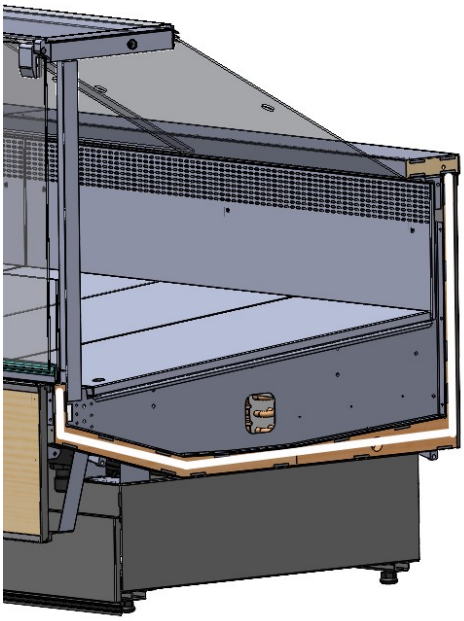

рис. 1
1. Обклеить торцы стыкуемых витрин лентой поролоновой 30х6, входящей в комплектацию витрин (рис.1).